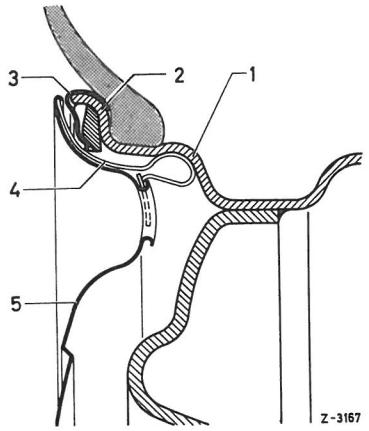

Fig. 40-2/6
Pyntekapslen (5) fastgøres ved hjælp af fire holdefjedre (4) af stålblik til pladehjulet (fig. 40-2/6).